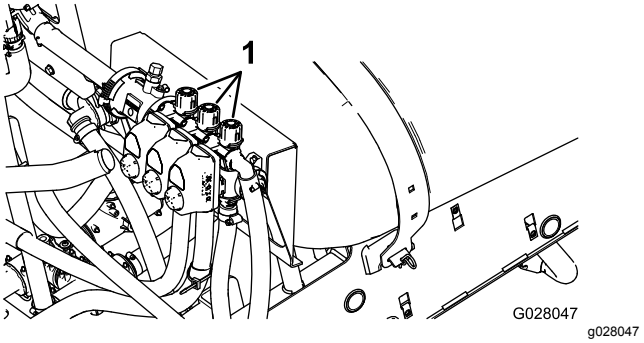

Figur 86
2. Slå av venstre seksjonsbryter og juster seksjonsomløpventilen (Figur 86) helt til trykkmålingen er ved det forrige justerte nivået (vanligvis 2,76 bar).
4. Juster den høyre seksjonsomløpsventilen (Figur 86) helt til trykkmålingen er ved det forrige justerte nivået (vanligvis 2,76 bar).
6. Juster den midtre seksjonsomløpsventilen (Figur 86) helt til trykkmålingen er ved det forrige justerte nivået (vanligvis 2,76 bar).